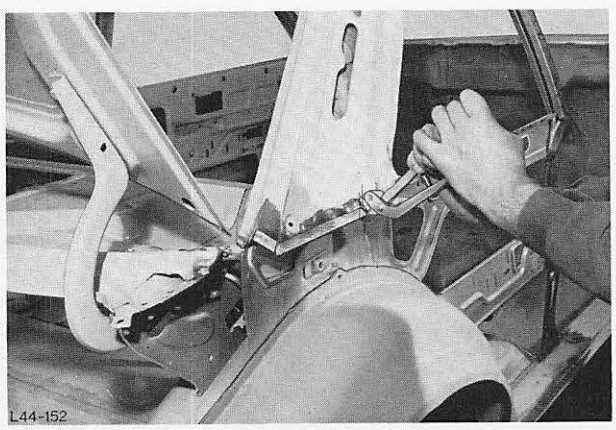

Abb. 164 Schnittkante abkanten
18. Schnittkante von C-Säule unten abkanten, Abb. 164.